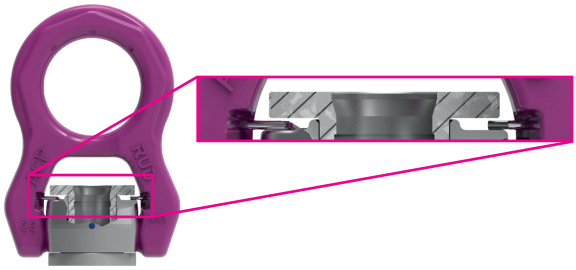

Abb. 13: ACP im Schnitt dargestellt. An der oberen Buchse ist die Einführschräge zu erkennen
1. Stecken Sie die Schraube in die mit einer Einführschräge ausgeführte Buchse (siehe *Abb. 13*).